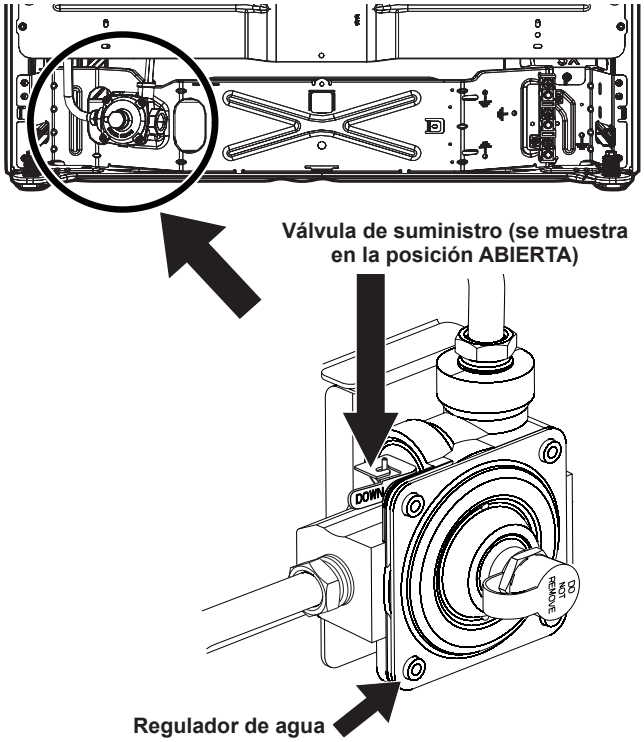

Fig. 11
f. Asegúrese de que **la válvula de cierre del suministro en el regulador de presión esté en la posición ABIERTA** (vea la Fig. 11).